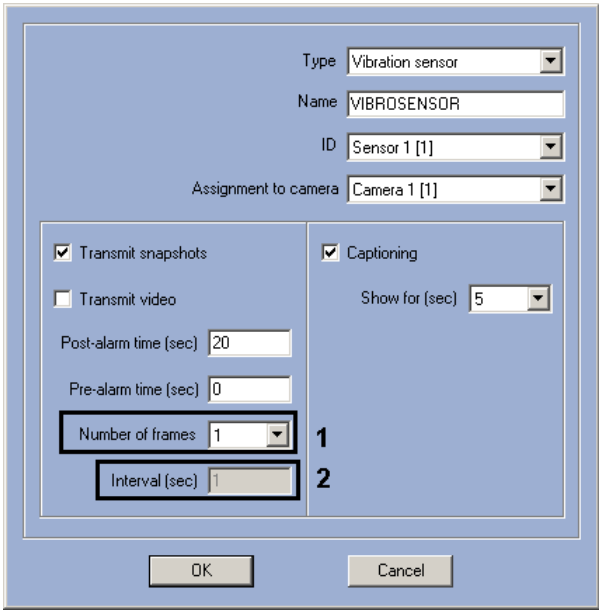

Fig. 4.3—9 Settings for Transmit snapshots mode
10. In the **Pre-alarm time (sec)** enter the duration of time for which you want to include "pre-recorded" imagery from before the sensor was activated, in seconds (8). This option allows viewing frames or video captured a short time before the alarm event, in addition to those captured at the start of the event itself.
11. In the **Number of frames** drop-down list select the number of video fragment frames to send when a sensor is activated (for **Transmit snapshots** mode) - (Fig. 4.3—9, 1).
12. In the **Interval (sec)** field enter the interval, in seconds, between video frames if more than one frame is being transmitted (see Fig. 4.3—9, 2). This means that when an alarm occurs, *ATM Intellect Workstation* can receive a whole series of frames that are dispersed over time, which increases the likelihood of getting a high-quality still-image frame (for **Transmit snapshots** mode).